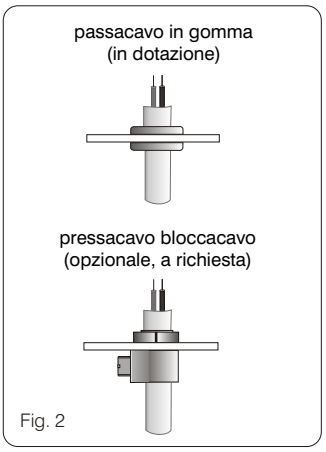

Fig. 2
- Nel caso di montaggio indipendente esterno (non in cassetta) sostituire i passacavo in gomma **P** con i "passacavo-pressacavo"; opzionali, a richiesta (vedi fig. 2).